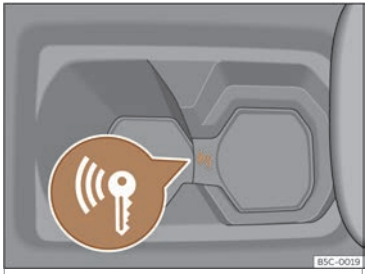

Fig. 142 Na consola central:arranque de emerxencia
- Inmediatamente despois de premer o botón de arranque, poña a chave no soporte de bebidas da consola central»» **fig. 142**, o máis preto posible do logotipo *Kessy*.